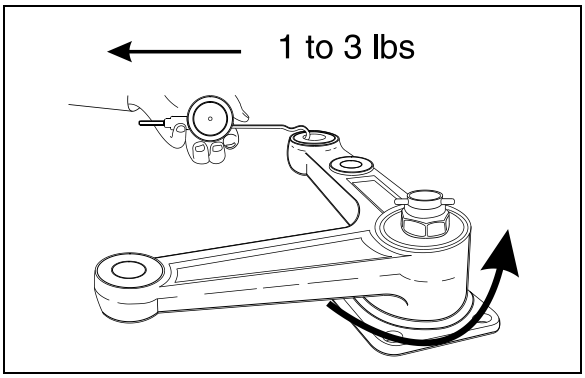

**FIGURE 16: BELL CRANK** 16045
11. Unscrew nut until bell crank or idler arm starts to turn with the application of 1 to 3 lbs force load as shown on Figure 16.